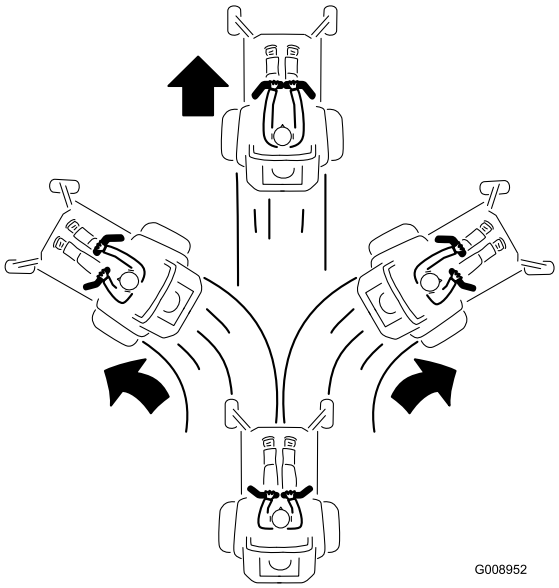

Figur 24
2. Kør fremad ved langsomt at skubbe bevægelseshåndtagene fremad (Figur 24).